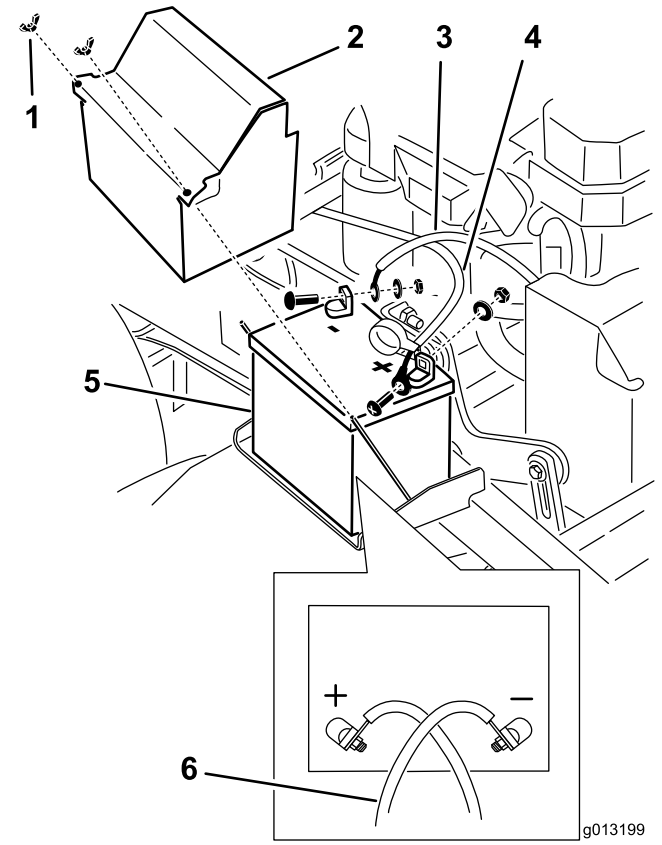

Figur 53
3. Ta den negative batterikabelen av den negative (–) batteripolen (Figur 53).
4. Skyv den røde polhetten av den positive (røde) batteripolen. Fjern deretter den positive (røde) kabelen (Figur 53).
5. Ta ut batteritilholderen (Figur 53) og ta ut batteriet.
1. Legg batteriet i maskinen (Figur 53).
3. Monter først den positive (røde) batterikabelen til den positive (+) batteripolen med en mutter, skive og skrue (Figur 53). Sett gummihetten på batteripolen.
4. Monter deretter den negative batterikabelen til den negative (–) batteripolen med en mutter, skive og skrue (Figur 53).
Merk: Batterikablene vil krysse hverandre når de er riktig montert (Figur 53).